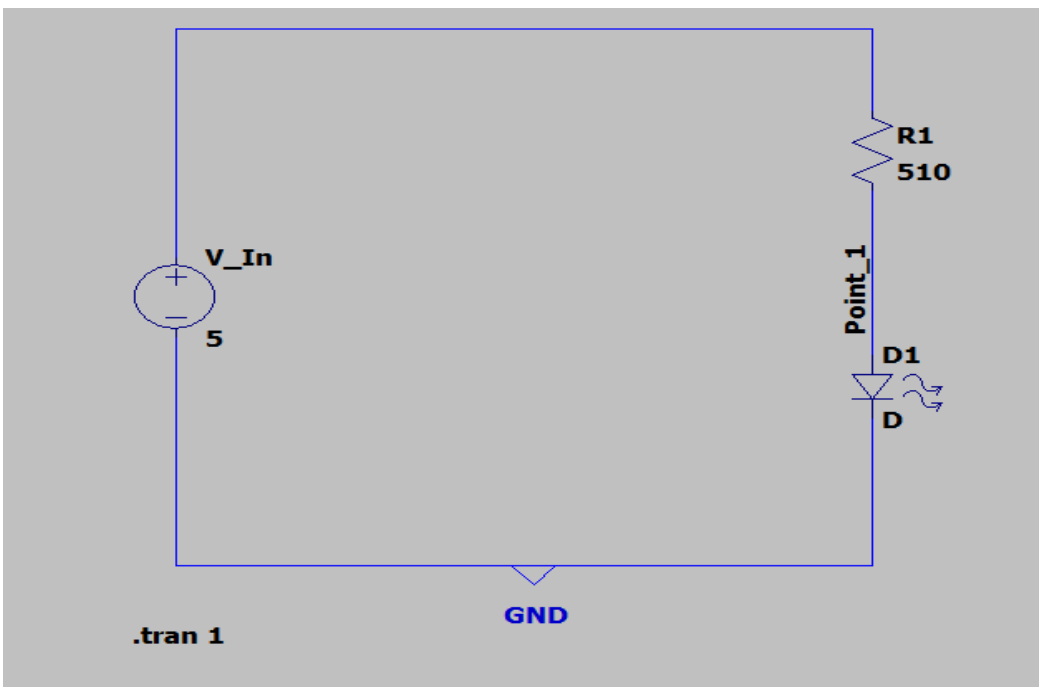

Fig. 6. LTSpice LED Circuit with Values
- Figure 6 shows an example schematic of the simple LED circuit.
- First, measure the voltage at point 1, which is shown in Figure 6. This is the forward voltage of the LED, or the voltage at which the LED will "turn on".